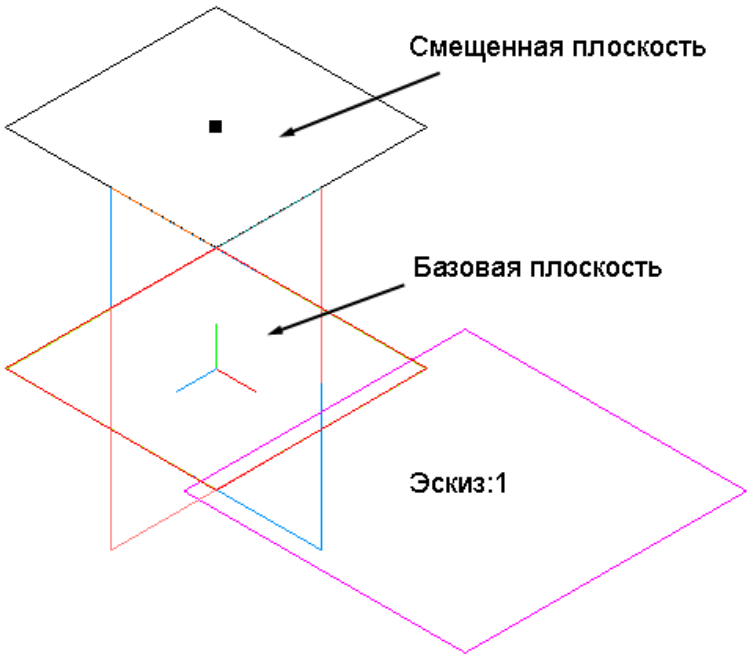

Рис. 5.4.
1.13. Нажмите кнопку **Создать объект** на **Панели специального управления** и прервите выполнение команды. Объект Смещенная плоскость создан (рис.5.4).